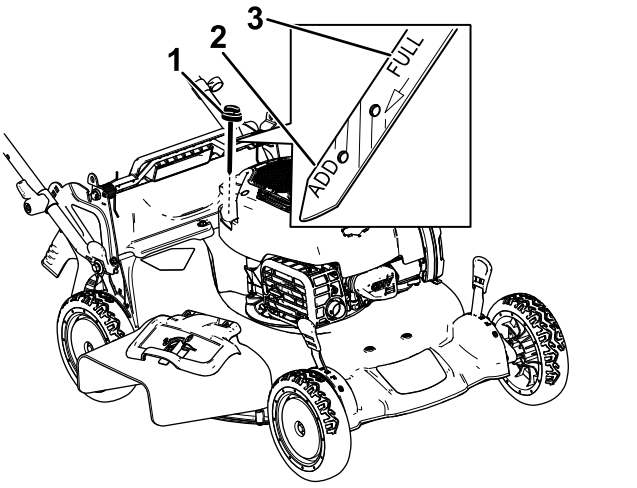

Figuur 14
2. Verwijder de peilstok door de dop linksom te draaien en eruit te trekken (Figuur 14).
5. Lees het oliepeil af van de peilstok (Figuur 14).